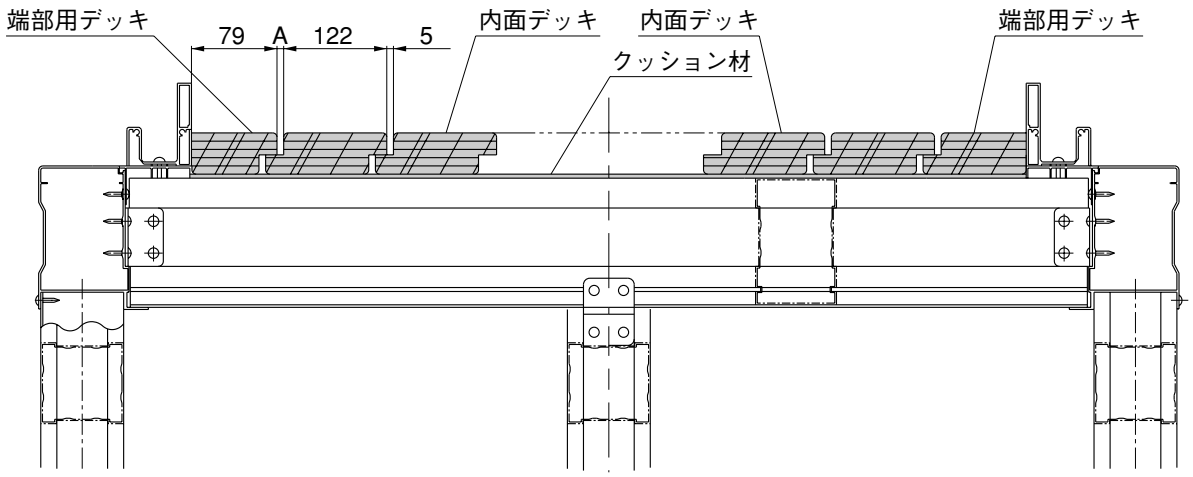

図1
①ベース材の位置をはかりそれに合わせてデッキ材にφ4.5の下孔をあけてください。
②ベース材(前)およびベース材(横)のデッキを貼付ける面にベース用クッション材を貼ってください。(A図参照)
③図1のように片側から順に貼り付けます。この時、間口サイズにより張り出し時の端部用デッキと内面デッキのスペースを変えてください。(下記表参照)
④内面デッキは5㎜の目地をとりながらネジ止めしてください。
⑤残りのデッキが7～8枚程度になったら残りのデッキを並べデッキの隙間が均等になるようにして貼り付けてください。
⑥デッキの浮き上がりがないか確認し、浮き上がりのあった場合その部分のネジを増し締めするか一度はずして止めなおしてください。